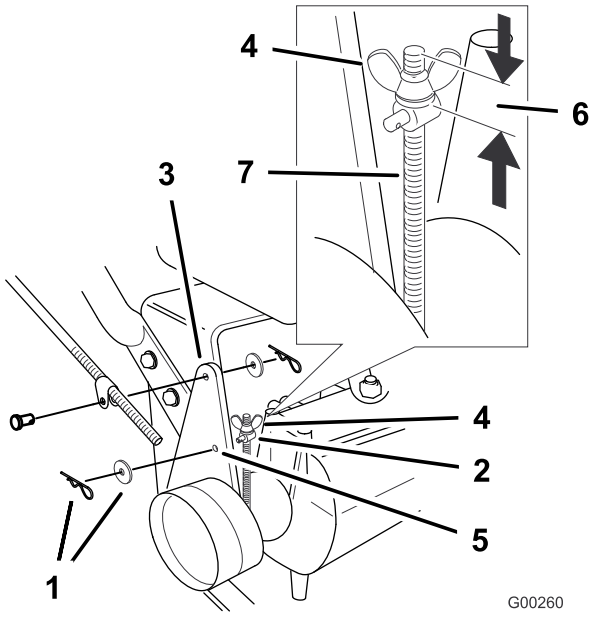

Figur 41
Obs: Vid den första justeringen ska vingmuttern justeras tills den sitter 32 mm från stångens överdel (Figur 41).
6. Justera bromsen genom att ta bort hårnålssprinten och brickan från bromsspaken och skruvleden (Figur 41).
9. Sätt in skruvleden i hål F (Figur 41). Dra åt vingmuttern.
10. Fäst skruvleden vid bromsspaken med hjälp av brickan och hårnålssprinten (Figur 41).